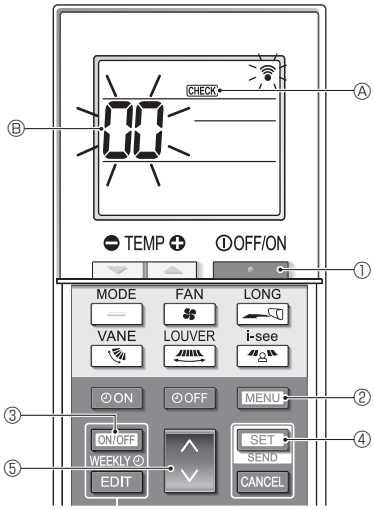

Fig. 7-6
■ **Autocomprobación (Fig. 7-6)**
1. Pulse el botón [ ] ① para detener el acondicionador de aire.
- Si el temporizador semanal está activado (se muestra WEEKLY), pulse el botón [ON/OFF WEEKLY] ③ para desactivarlo (no se muestra WEEKLY).
2. Pulse el botón [MENU] ② durante 5 segundos.
3. Pulse el botón [∧∨] ⑤ para seleccionar la dirección del refrigerante (dirección M-NET) Ⓑ de la unidad interior para la que desea realizar la autocomprobación.
4. Pulse el botón [SET] ④.
5. Pulse el botón [ ] ①.